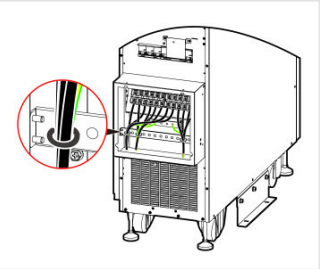

FIGURE 5-5 Step 6 — tie the cables in three bundles
6. Divide the cables into three bundles and tie them to the bottom of the cabinet (Figure 5-5).